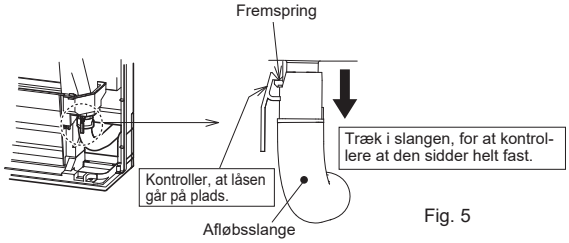

Fig. 5
- Sæt afløbsslangen helt ind i bunden af afløbsbakken (endeforbindelse). (Fig. 5)